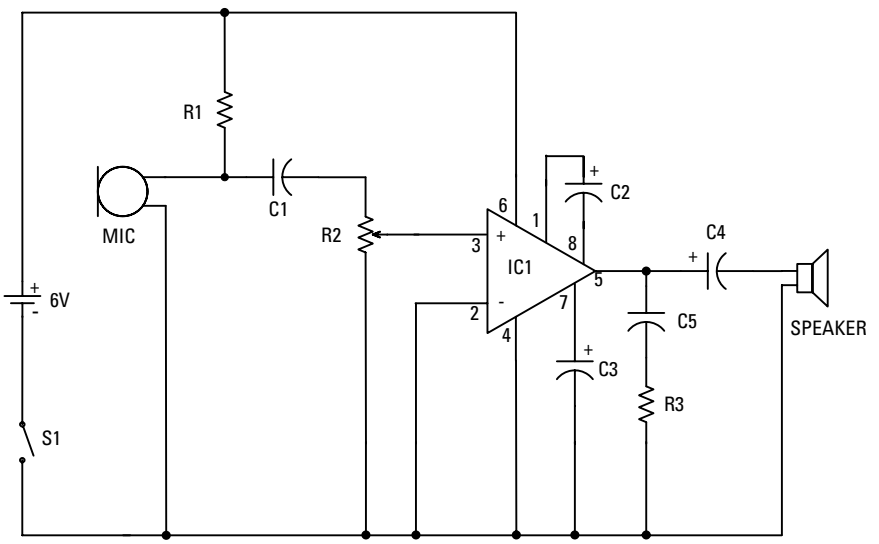
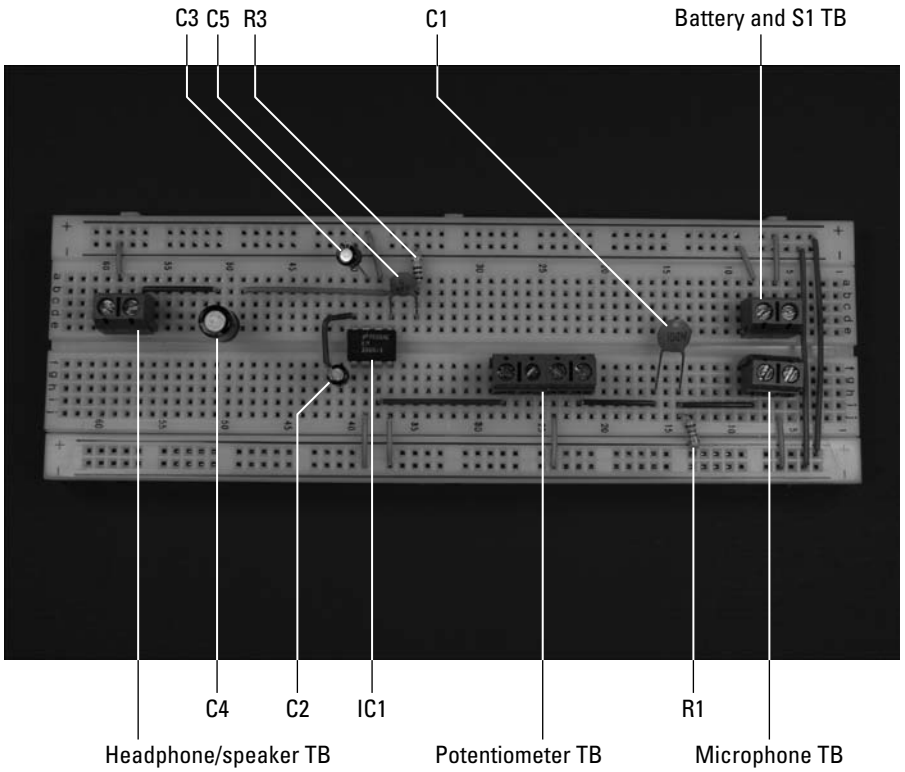

Figure 4-6: The schematic used for the parabolic microphone.
Figure 4-10: A breadboarded parabolic microphone circuit.
After you understand some of the elements that go into a schematic, we thought you'd like to have us rundown how to read a simple schematic sample. The schematic used in Chapter 6 is shown in Figure 4-6. This is a circuit that includes a microphone and an IC that amplify noises; the circuit works together with a *parabolic* (curved) metal dish that helps pick up sounds.
The schematic shown earlier in Figure 4-6 is shown translated onto a breadboard in Figure 4-10. You don't see the potentiometer, microphone, battery, switch, or speaker on the breadboard because these are connected through wires attached to the five terminal blocks (TB). The sole purpose of a *terminal block* is to provide a place where you can attach wires to your circuit board by inserting them into holes and using a screw to clamp them down.